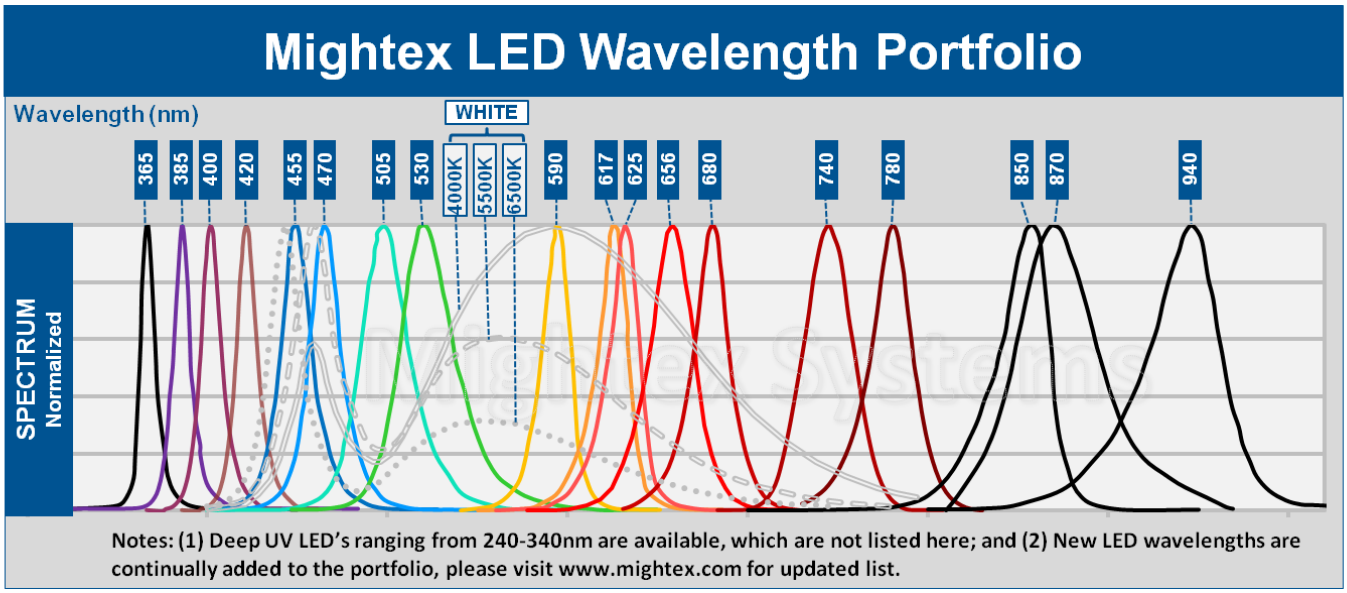
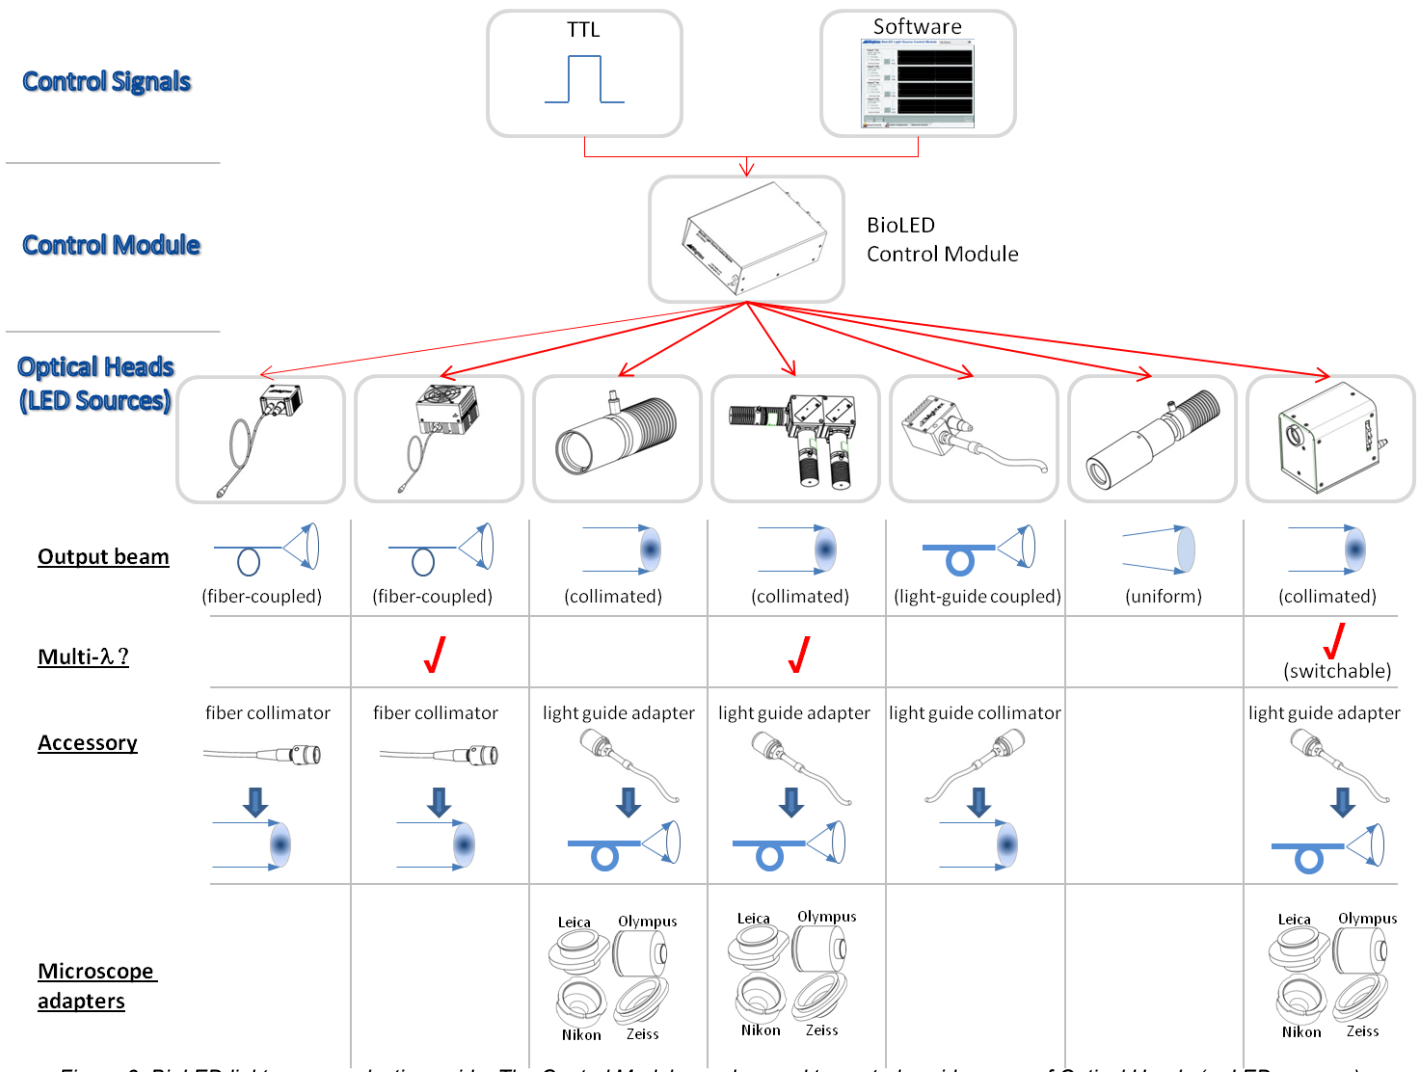

*Figure-2: Typical spectra of Mightex's LED sources. Please contact Mightex for UV LED spectra between 240-365nm.*
*Figure-3: BioLED light source selection guide. The Control Module can be used to control a wide range of Optical Heads (or LED sources).*
As shown in Figure-1, a typical Mightex BioLED light source consists of a Control Module and up to four (4) Optical Heads (i.e. LED modules), which can be chosen from over 100 models of LED sources and from over 30 (and a growing number of) wavelengths/colors ranging from 240nm to 940nm (see Figure-2). A product selection guide is illustrated in Figure-3. After a customer has chosen the desired optical head(s), they are programmed together with the Control Module in factory to provide a turn-key solution ready to use upon delivery. Some of these optical heads are capable of outputting more than 1W of optical power. A wide selection of illumination formats (e.g. fiber-coupled, collimated and lightguide coupled etc.) will suit the illumination needs for a broad range of applications. Below are some examples -